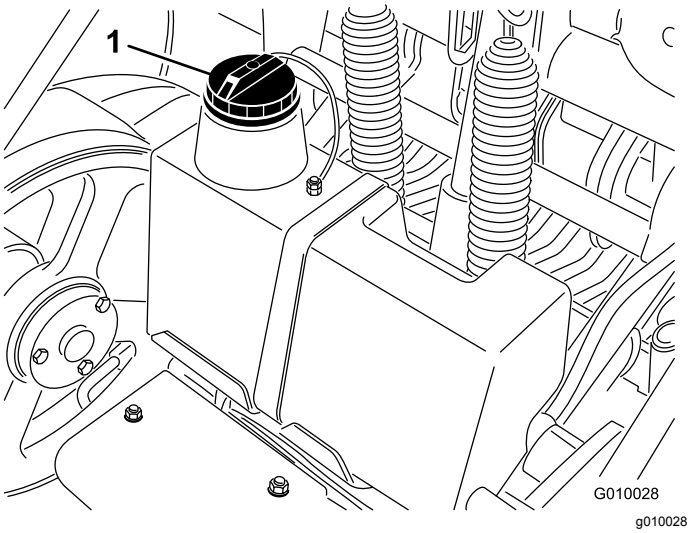

Figur 61
3. Rengjør rundt påfyllingshalsen og lokket på tanken for hydraulisk olje (Figur 61). Ta lokket av påfyllingshalsen.